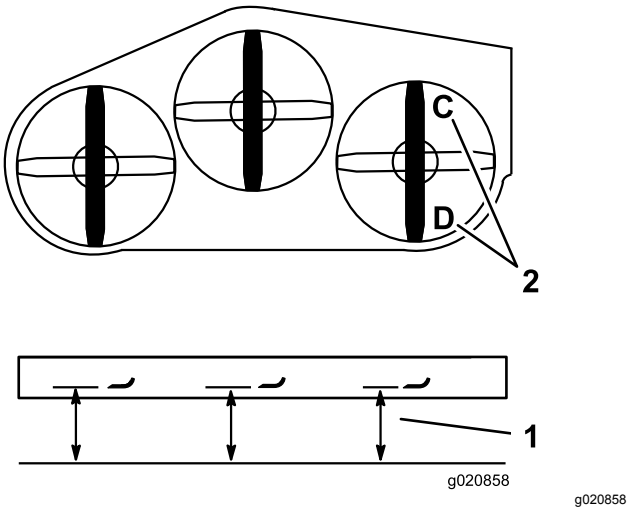

Figur 83
1. Ställ in den högra knivens främre-bakre lutning (Figur 83).
2. Mät den högra kniven vid punkt **C**, från en plan yta till knivens egg, och skriv upp måttet (Figur 83).
3. Mät den högra kniven vid punkt **D**, från en plan yta till knivens egg, och skriv upp måttet (Figur 83).
Obs: Gräsklipparkniven ska vara ca 6–10 mm lägre vid punkt **C** än punkt **D** (Figur 83). Fortsätt till nästa steg om detta inte är korrekt.
2. Ställ in den högra knivens främre-bakre lutning (Figur 83).